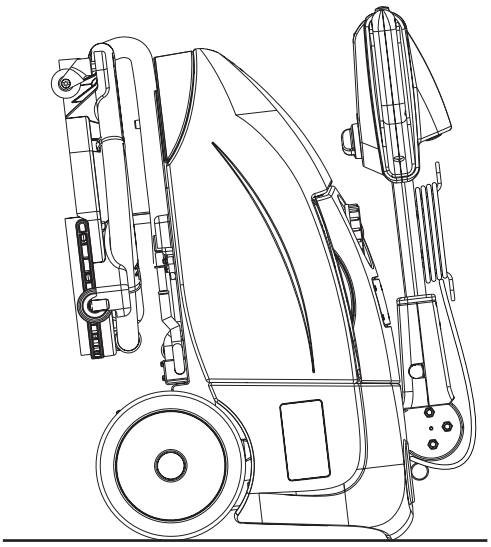

Figura 4
2. Abra a tampa (4) e desligue o conector da bateria (7).
4. Para uma melhor protecção da escova e das borrachas do limpador, rode o guiador (2) para a frente e estacione a máquina como indicado na figura 4.